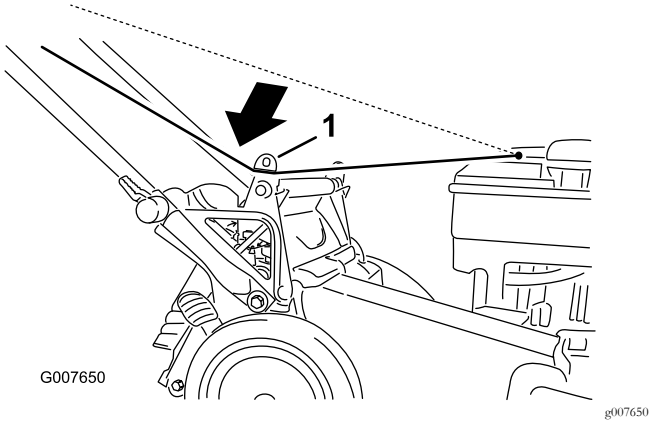

Figure 23
1. Faites passer le câble du lanceur autour du guide inférieur (Figure 23).
4. Installez l'obturateur arrière (Figure 23).